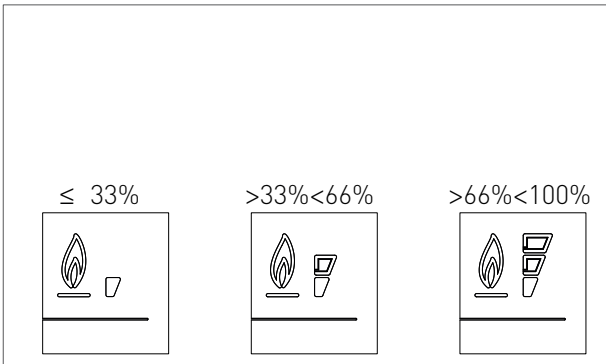

fig. 2
10. SIGNAL FLAMME PRÉSENTE / INDIQUE AUSSI, SUR 3 NIVEAUX DE POURCENTAGE, LE DEGRÉ DE PUISSANCE DE MODULATION DE LA CHAUDIÈRE (fig. 2)